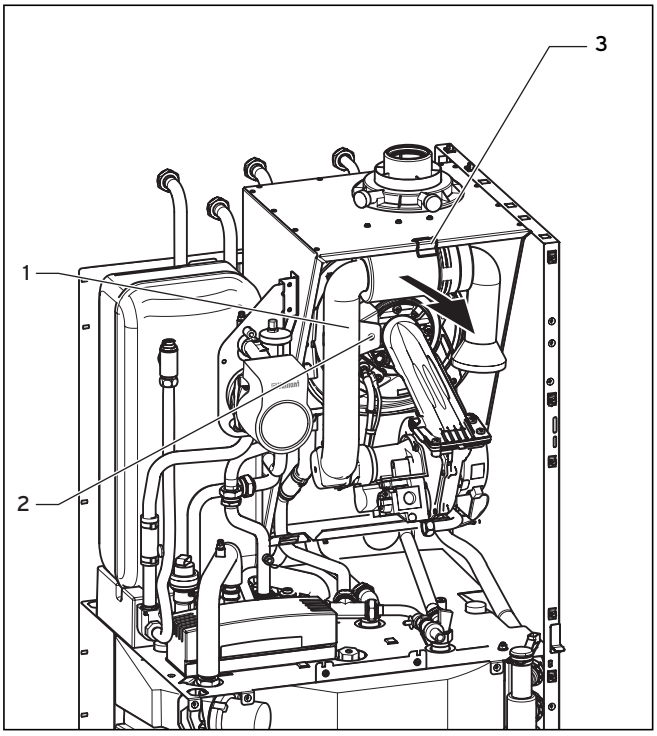

Abb. 6.4 Ansaugrohrverlängerung abklappen
- Klappen Sie die Ansaugrohrverlängerung (**1**, Abb. 6.4) wieder nach oben.
- Befestigen Sie die Ansaugrohrverlängerung (**1**, Abb. 6.4).